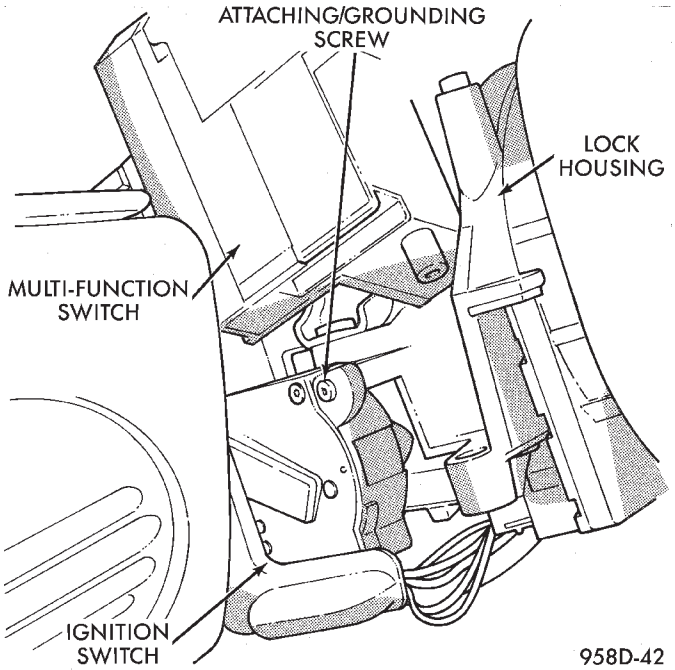
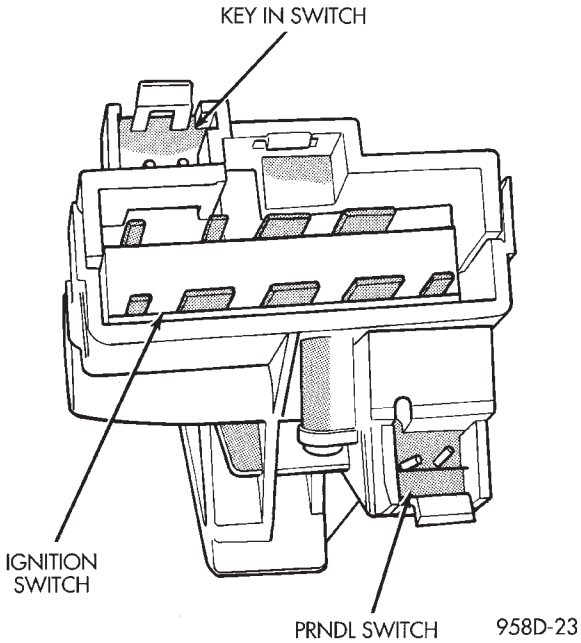
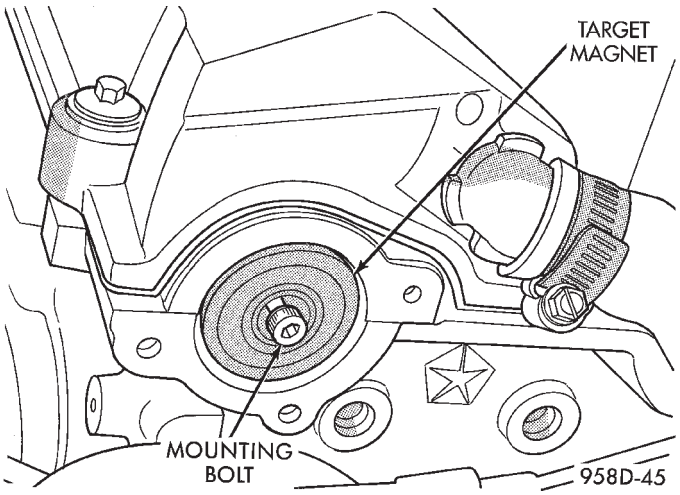

Fig. 63 Ignition Switch
Fig. 64 Ignition Switch Connectors
Fig. 65 Ignition Switch Installation
(13) Disconnect electrical connectors from ignition switch (Fig. 63) and (Fig. 64).
(14) Remove ignition switch mounting screw (Fig. 63) with a #10 Torx® tamper proof bit.
(1) Ensure the ignition switch is in the RUN position and the actuator shaft in the lock housing is in the RUN position.
(2) Carefully install the ignition switch. The switch will snap over the retaining tabs (Fig. 65). Install mounting screw (Fig. 63).
(3) Install electrical connectors to ignition switch.
(4) Install upper and lower shrouds.
(5) Install key cylinder (cylinder retaining tab will depress only in the RUN position).
(6) Connect negative cable to battery.